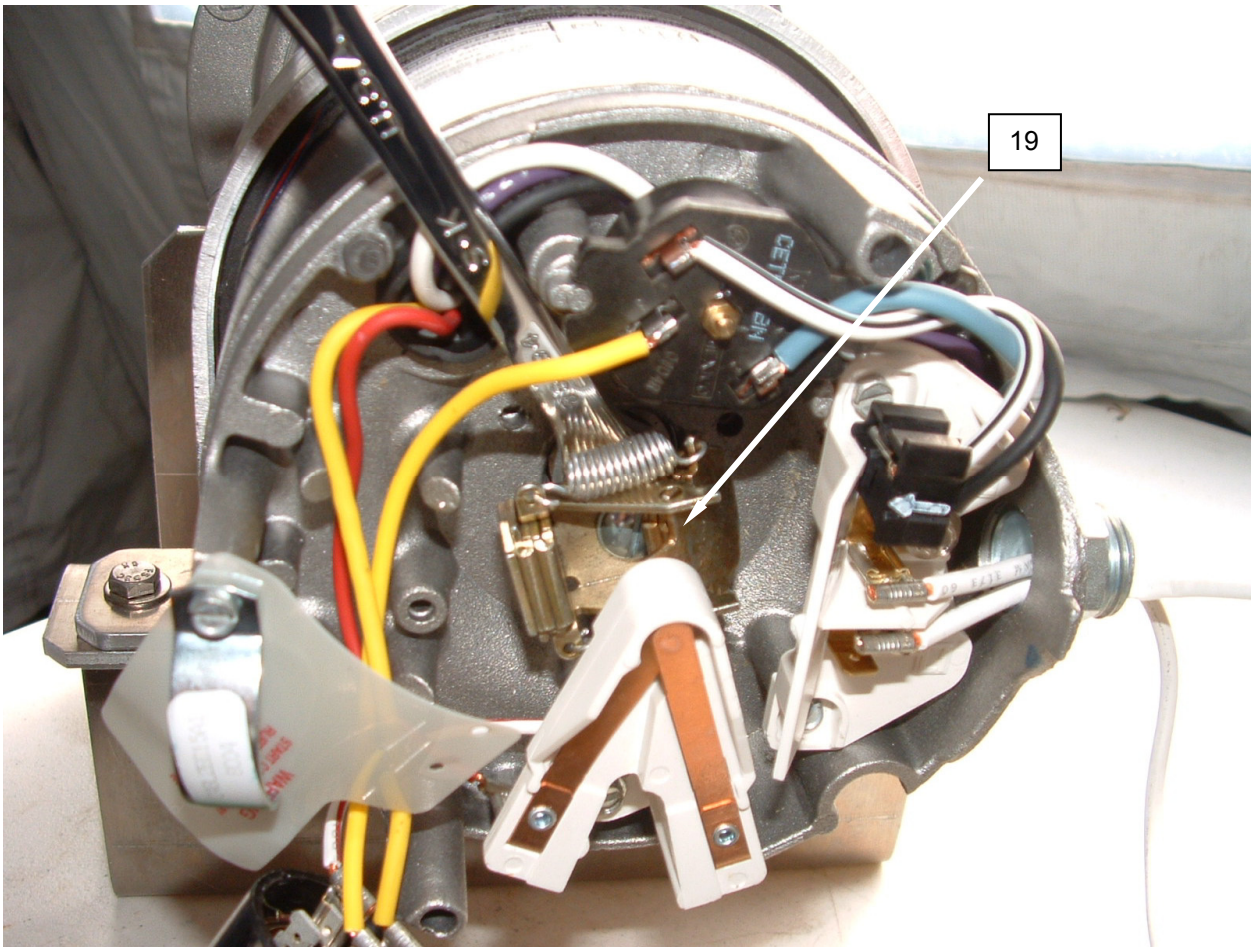

Figure 9. Replace the Pump Impellor.
10. Place a wrench on the flats of the shaft **(Figure 9, Item 19)**.